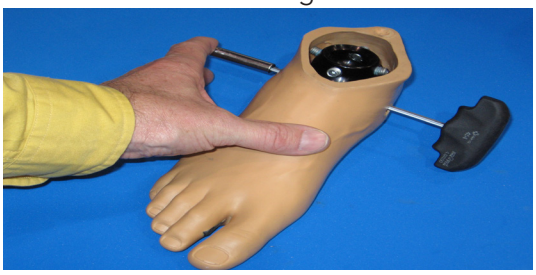

FIGURE 4: The shaft tapped out.
3. Lightly tap the mallet on the head of the hex key to lightly tap out the shaft (FIGURE 4).